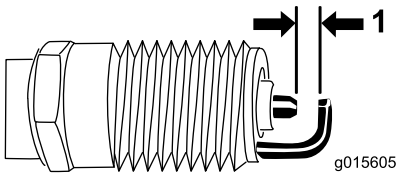

Figur 27
5. Indstil gnistgabet på tændrøret til 0,76 mm (Figur 27).